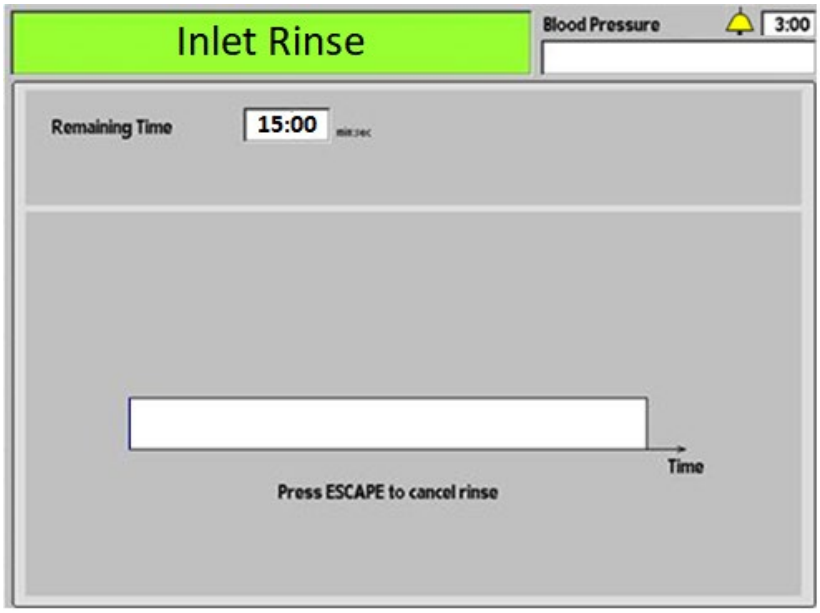

Figure 97 – The Inlet Rinse Screen
2. From the “Select Program” screen, select the Inlet Rinse button. The “Inlet Rinse” screen will be displayed (see Figure 97). The progress of the rinsing is indicated by the horizontal bar.